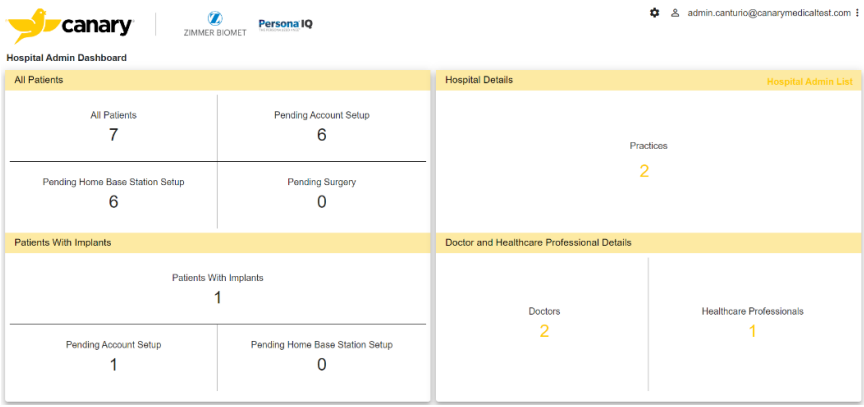

Figure 13: Hospital Admin Dashboard
3. Figure 13 shows a screenshot of the Hospital Admin Dashboard. You can create a Practice, Doctor or Healthcare Professional account by clicking on the number directly below either "Practices," "Doctors" or "Healthcare